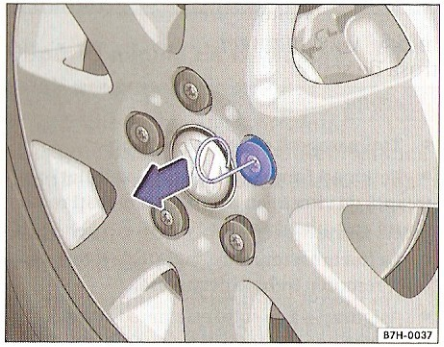

Fig. 30 Scoaterea capacelor prezoanelor de roată.
– Introduceţi mânerul prin orificiul capacului ⇒ fig. 30.